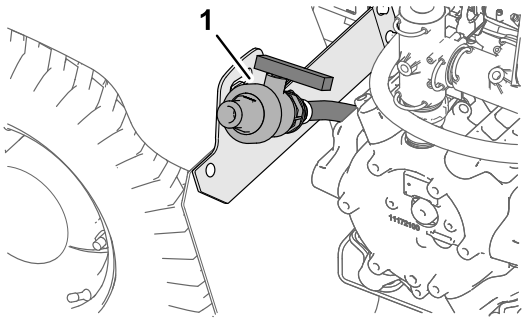

Bild 47
2. Ermitteln Sie das Behälterentleerungsventil am hinteren Kotflügel an der linken Seite der Maschine (Bild 47).